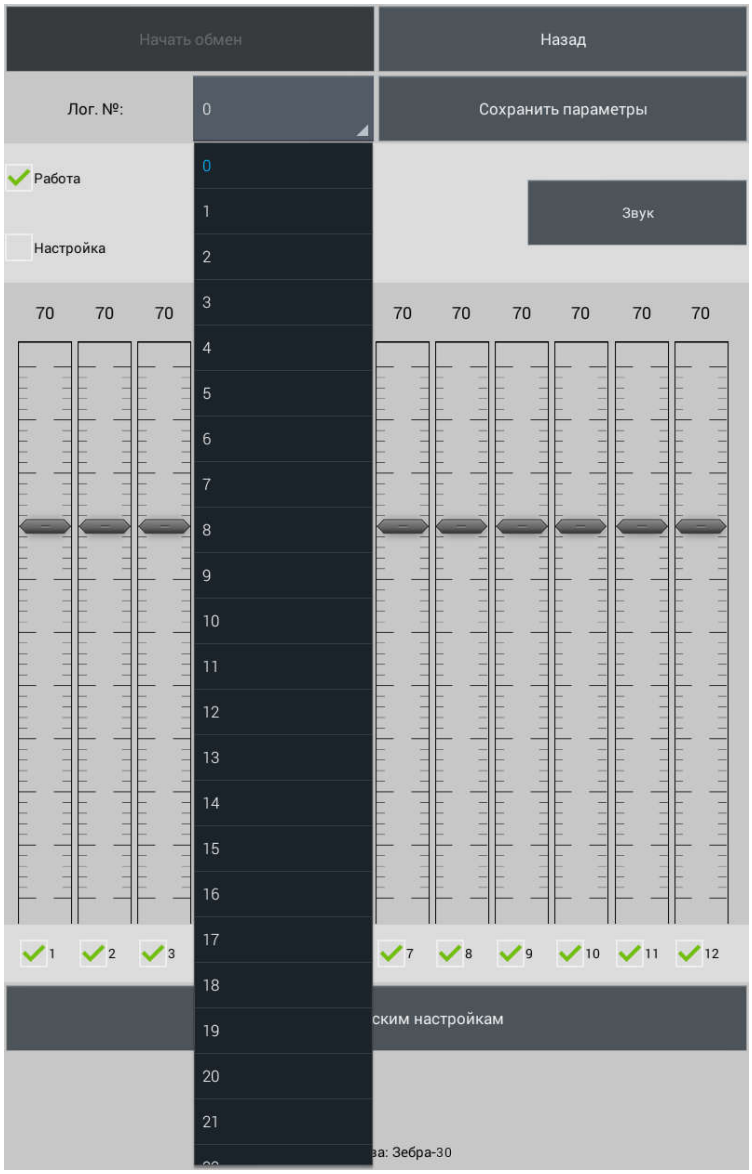

Рисунок 2.20
2.3.7.3.8 Для смены логического номера необходимо выбрать из списка новый логический номер (рисунок 2.20). После успешной смены логического номера всплывет надпись «Логический номер изменен».